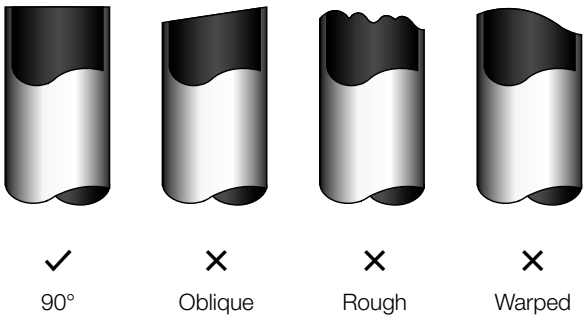

**Fig. 7.3**
3. Make sure that the pipe is cut at a perfect 90° angle. Refer to Fig. 7.3 for examples of of good and bad cuts.